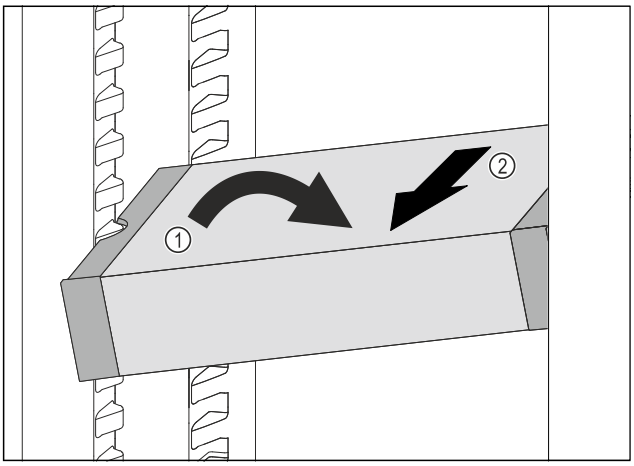

Fig. 152
▶ Set VarioSafe in refrigerator compartment at an angle. *Fig. 152 (1)*
▶ Take VarioSafe out to the front. *Fig. 152 (2)*